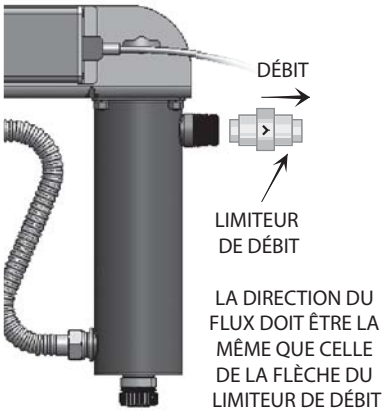

Figure 4 Limiteur de débit
3. Fixer le système au mur avec les tire-fonds appropriés (non fournis) via les deux trous de fixation situés sur le support métallique. L'utilisation d'un dispositif de limiteur de débit est recommandé lors de l'installatin de votre système afin de maintenir le débit nominal du fabricant. Le limiteur de débit doit être installer sur l'orifice de sortie, il est conçu pour être installé sans une seule direction. Assurez-vous que l'écoulement de l'eau correspond à la direction de l'écoulement comme indiqué sur le limiteur de débit. Consultez la Figure 4.